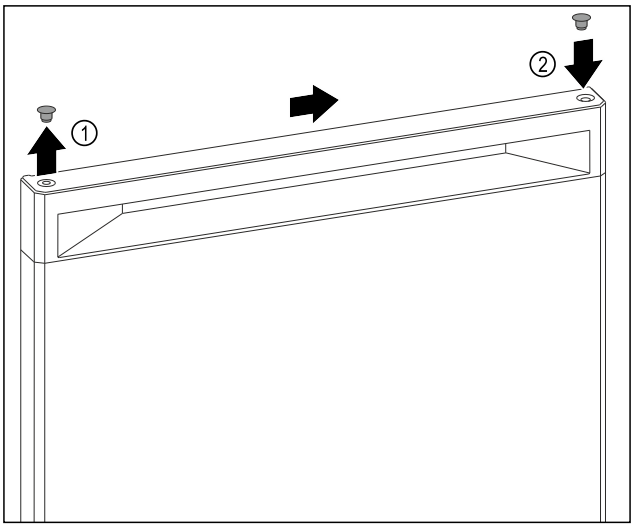

Fig. 7
- ▶ Paceliet uzmanīgi ar plakano skrūvgriezi nosedzošo aizbāzni durvju virspusē *Fig. 7 (1)*.
- ▶ Ievietojiet nosedzošo aizbāzni pretējā pusē. *Fig. 7 (2)*